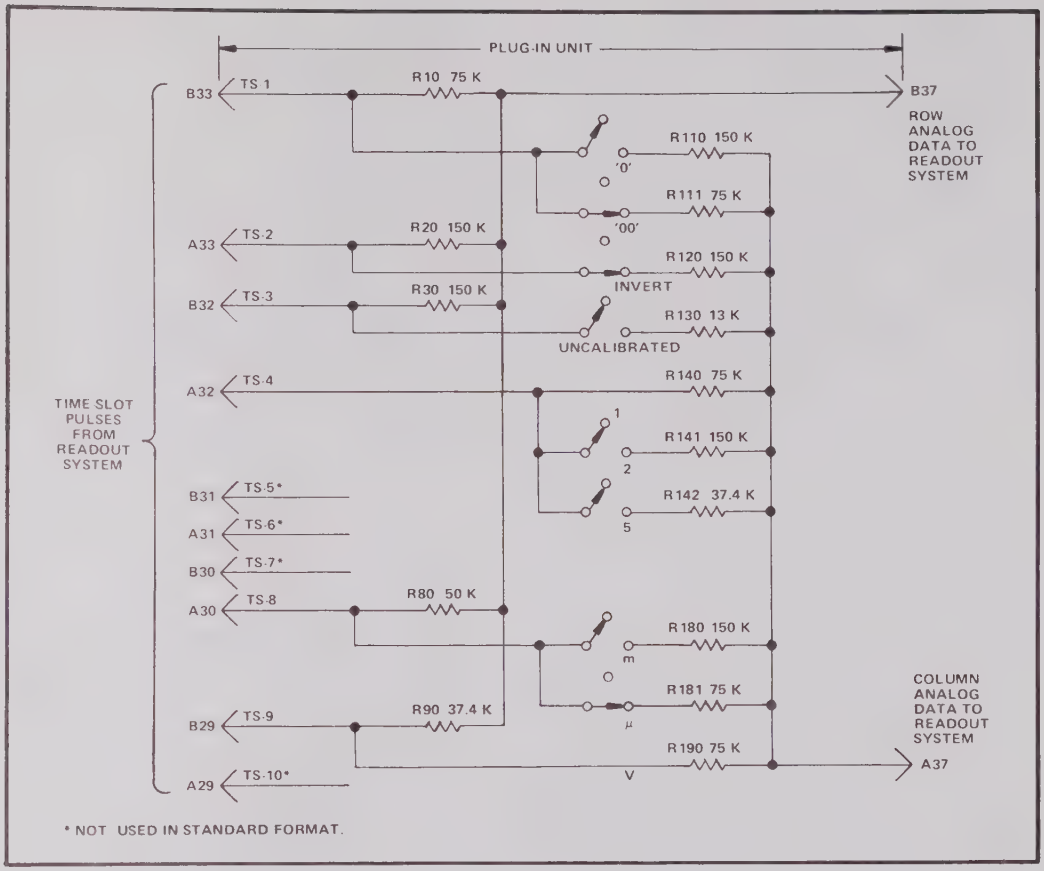
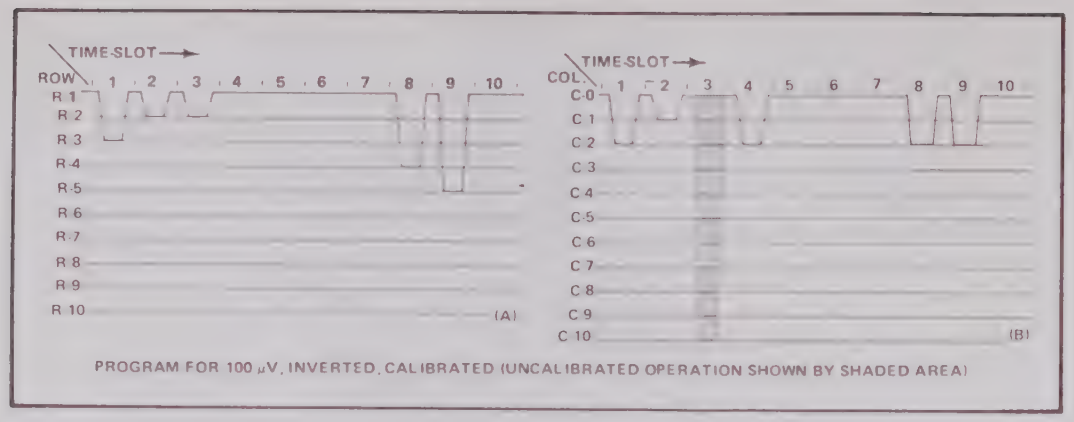

Fig. 3-32. A typical readout encoding scheme.
Fig. 3-33. Idealized output currents.
Each character requires two currents to define it; these currents are identified as the column current and the row current, corresponding to the column and row of the matrix. The column and row data is encoded by a resistor network in the plug-in units. Figure 3-32 shows a typical encoding scheme using resistors for a voltage-sensing amplifier plug-in unit. Notice that the 10 time-slot (TS) pulses produced by the Time-Slot Counter stage are connected to the plug-in unit. However, time-slots 5, 6, 7, and 10 are not normally used by this plug-in when using the Standard Readout Format. (See Table 3-1 for Standard Readout Format.) The amplitude of the time-slot pulse is exactly -15 volts as determined by the Timer stage. Therefore, the resultant output current from the plug-in units is determined by the programming resistors in the plug-in units.
For example, in Fig. 3-32 resistors R10 through R90 control the row analog data, which is connected back to the Readout System. Figure 3-33 shows an idealized output current waveform of row analog data, which results from the time-slot pulses. Each of the row levels of current shown in these waveforms corresponds to 100 microamperes of cur-
The Column analog data is defined by resistors R110 through R190. The program resistors are connected to the time-slot lines by switch closures to encode the desired data. The data as encoded by the circuit shown in Fig. 3-32 indicates a 100-microvolt sensitivity with the waveform display inverted and calibrated deflection factors. This results in the idealized output current waveforms shown in Fig. 3-33 at the column analog data output.
In the above example, the row analog data was programmed to define which row of the Character Selection Matrix was addressed to obtain information in each time-slot. The column data changes to encode the applicable readout data as the operating conditions change. For example, if the variable (uncalibrated) control of the plug-in unit was activated, R130 would be connected between time-slot 3 and the column analog data output line. This encodes 10 units of column current (shaded area in time-slot 3 of the waveform shown in Fig. 3-33). Since one unit of row
The probe contains a circuit that provides additional column current. For example, if a 10X attenuator probe is connected to a plug-in unit encoded for 100 microvolts as shown in Fig. 3-32, an additional unit of current is added to the column analog data during time-slot 1. Since two units of current were encoded by R111, this additional current results in a total of three units of column analog current during this time-slot. Referring to the Character Selection Matrix, three units of column current, along with the two units of row current encoded by R10, indicates that the prefix should be shifted one column to the left. Since this instruction occurs in the same time-slot that previously added two zeros to the display, and since only one instruction can be encoded during a time-slot, the zeros do not appear in the display. The readout is now changed to 1
Finally, memory C is interrogated during time-slot 8 to obtain information on whether the prefix should be changed, or left at the encoded value. If data has been encoded that calls for a shift in prefix, a negative-going output level is produced at pin 7. This negative level subtracts one unit of column current from the data at the input to the Column Decoder. Notice in the Character Selection Matrix (Fig. 3-26) that when row 4 is programmed, a reduction of one column results in a one-column shift of the prefix. For example, with the 100 μ V program shown in Fig. 3-32, if the data received from the plug-in called for a shift in prefix, the readout would be changed to 1 mV (zeros deleted by program; see Encoding the Data).